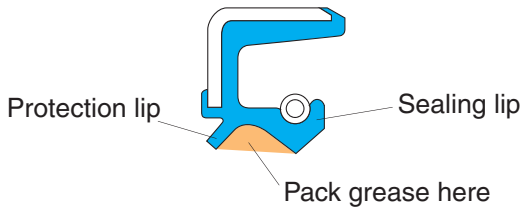

Fig. 1.7.2 Prelubrication for seals with protection lip
2) Apply suitable, clean lubricant to the seal lip for initial lubrication. For oil seals with a protection lip, pack clean grease between sealing lip and protection lip (Fig. 1.7.2).